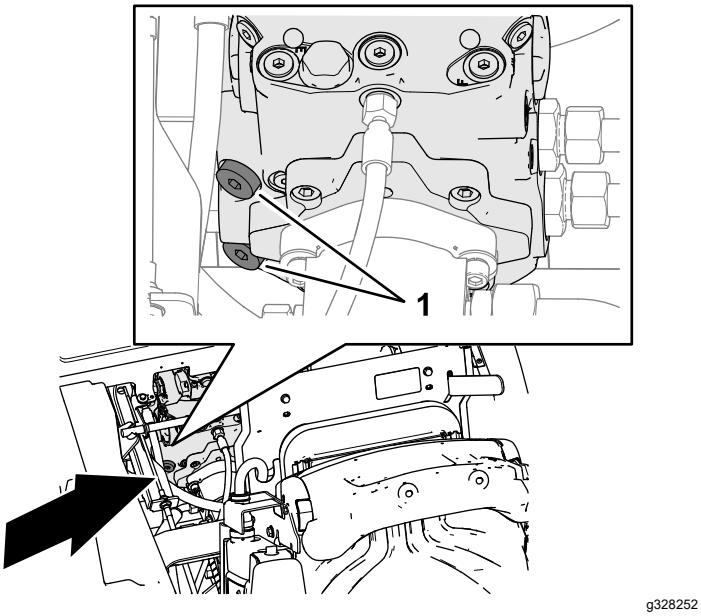

Figur 37
1. Använd en 8 mm sexkantnyckel för att rotera de två sexkantsskruvarna på transmissionspumpens avlastningsventiler moturs tre fulla varv (Figur 37).